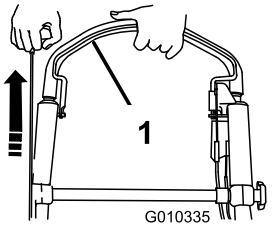

Figuur 14
2. Houd de bedieningsstang van het maaimes tegen de hendel en trek aan het startkoord (Figuur 14).